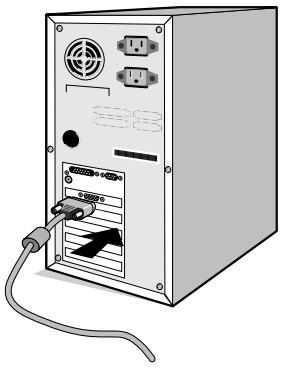

Figura A.1
2. **Per il PC con l'uscita analogica:** Collegare il cavo segnali con mini D-SUB a 15 pin al connettore della scheda video del sistema (**Figura A.1**). Serrare tutte le viti.